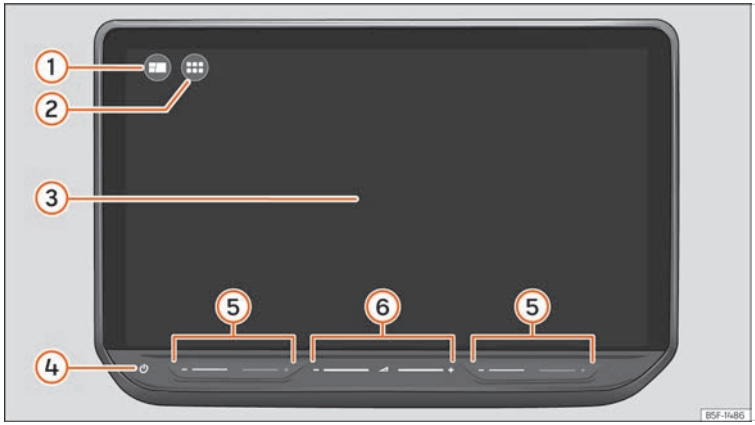

Fig. 168 Quadre general: unitat de comandaments.
Personalitzeu el menú superior o la vista HOME ››› fig. 168 ①, per accedir ràpidament a les vostres funcions preferides o que utilitzeu amb més freqüència.